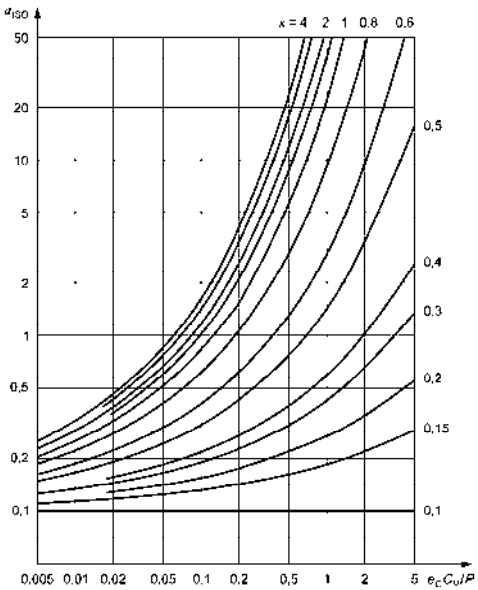

Abb. 6.13
- in der **Abb. 6.13** für Axial-Kugellager